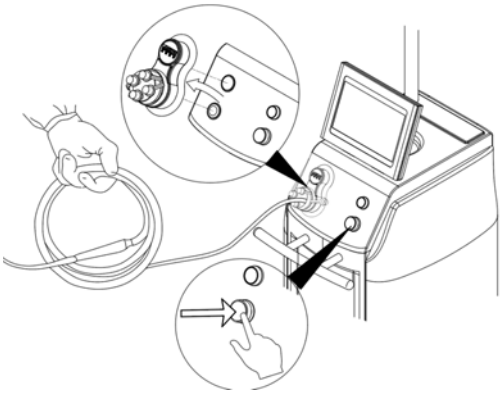

Figure 31 To Release Manifold
d. Push the pop the manifold out Button until the manifold is unlocked, then pull the manifold and attached suction tubing out of the receptacle, always keeping the manifold in a horizontal orientation (Figure 31).